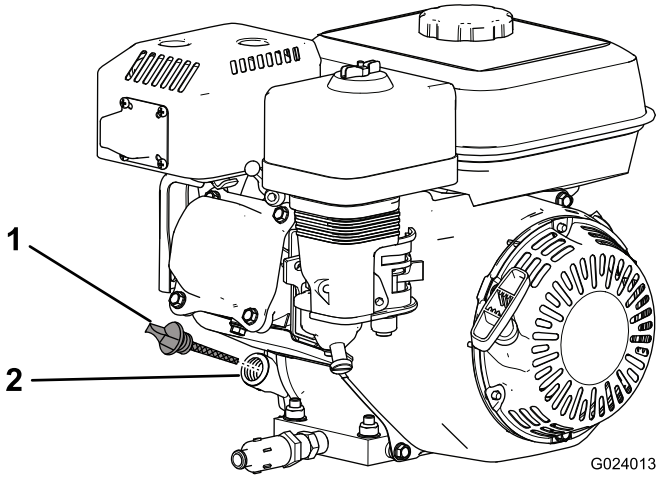

图24
2. 停止发动机、等待发动机冷却、然后清洁加油颈盖/量油尺附近的区域（图24）。